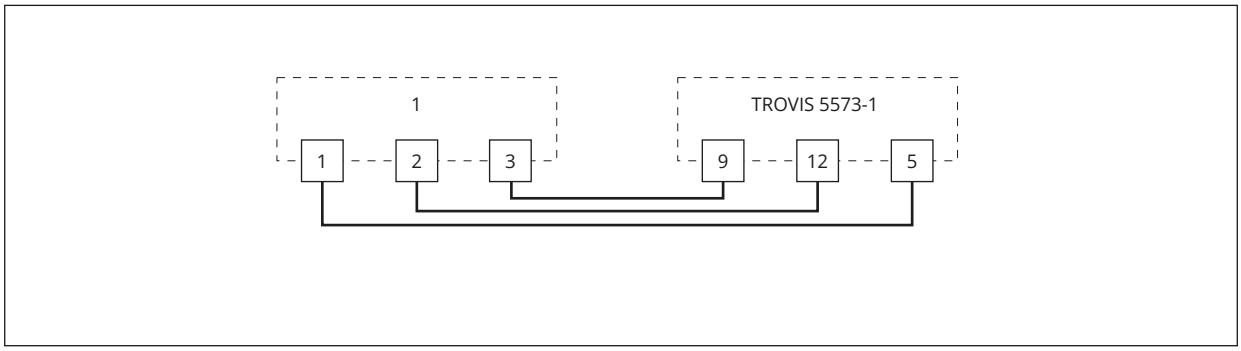
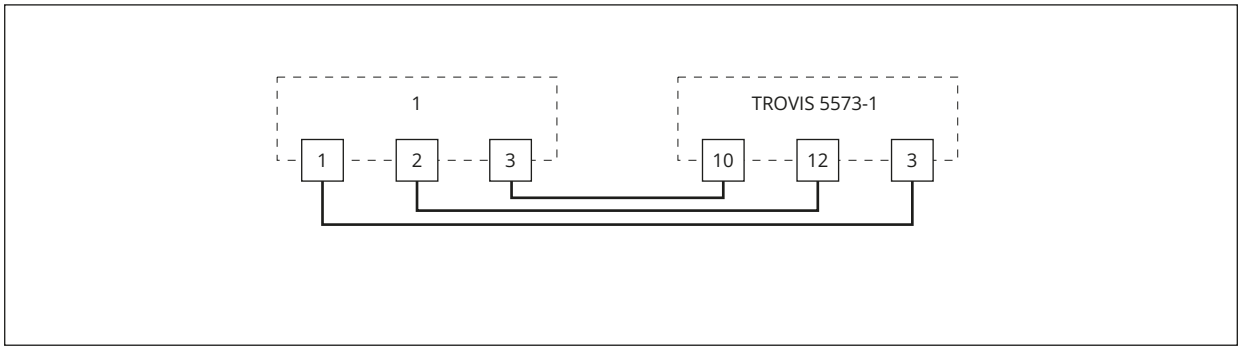

Bild 6: *Anschluss eines Raumleitgeräts für RK1*
Bild 7: *Anschluss eines Raumleitgeräts für RK2*
- ⇨ Anschluss nach Bild 6 und Bild 7 vornehmen.